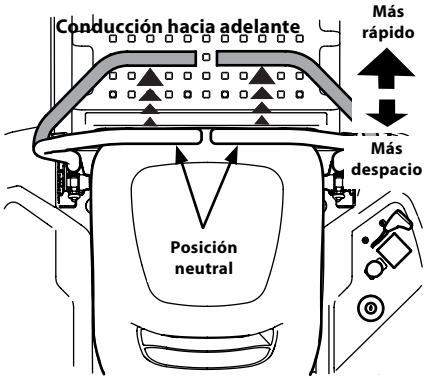

Figura 3-4
1. Mueva las palancas de control lenta y suavemente hacia adelante. El tractor comenzará a desplazarse hacia adelante. Consulte Figura 3-4.